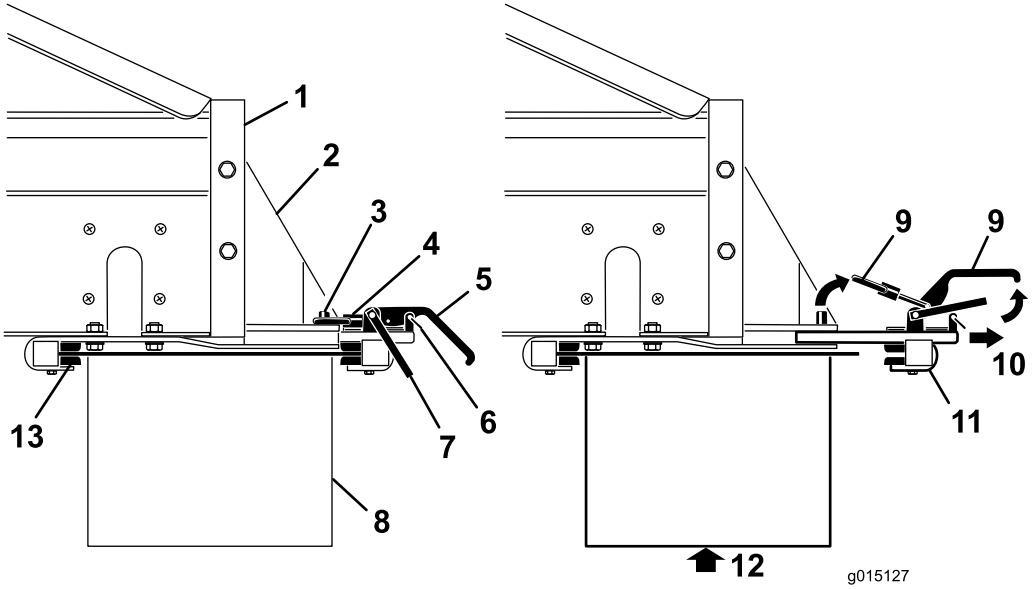

Rysunek 37
3. Zdejmij zaciski zaczepów zabezpieczających z uchwytów zaciskowych (Rysunek 37).
4. Podnieś zaczep zabezpieczający, a następnie podnieś uchwyty zaciskowe mocujące osprzęt i zwolnij pierścienie blokujące ze sworzni blokujących (Rysunek 37).
5. Wysuń zespół zacisków mocujących tylnego osprzętu z gniazd szybkiego mocowania (Rysunek 37).
6. Przy pomocy drugiej osoby wsuń przednią krawędź przenośnika poprzecznego / połączenia obrotowego do góry i pod spód MP-400 w przednie zaciski we wspornikach (Rysunek 37).
7. Podtrzymując przenośnik poprzeczny / połączenie obrotowe, wsuń ponownie zespół zacisków mocujących tylnego osprzętu w gniazda we wspornikach i nad tylną krawędź (Rysunek 37).
9. Zamontuj zaciski zaczepów zabezpieczających w uchwytach zaciskowych (Rysunek 37).